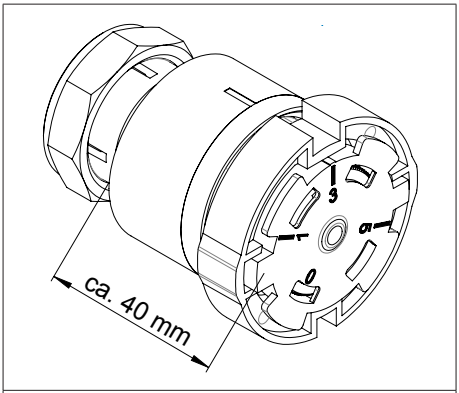

Fig. 22: Écartement entre le début et la fin de l'unité de capteur
(1)	Trait de repère
- L'écartement entre le début et la fin de l'unité de capteur doit être d'environ 40 mm (voir Fig. 22 en page 61).